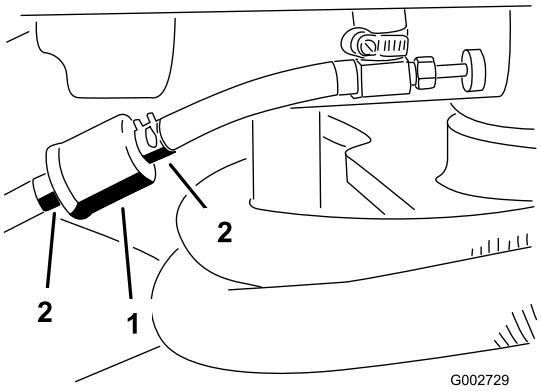

Figuur 29
1. Sluit de brandstofafsluitklep, maak de slangklem op het filter aan de kant van de carburateur los en verwijder de brandstofslang van het filter (Figuur 29).